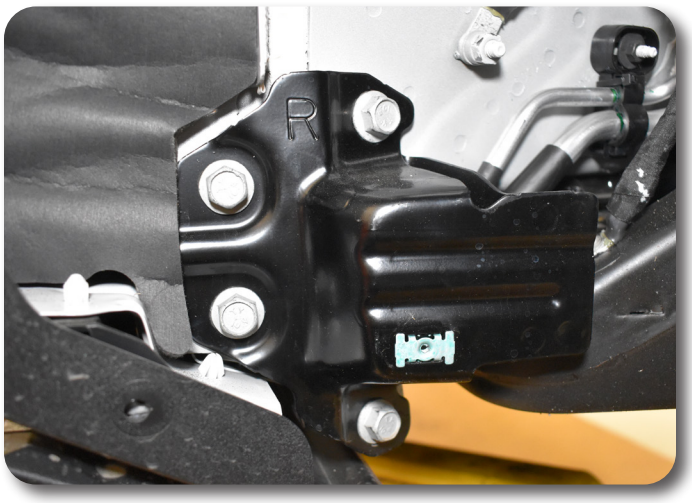

Figure 30
1. Remove all fender liner fasteners from the rear of the front fender well to access the bracket underneath. Remove the fastener clip from the bracket and the four bolts, retain hardware. Figure 30